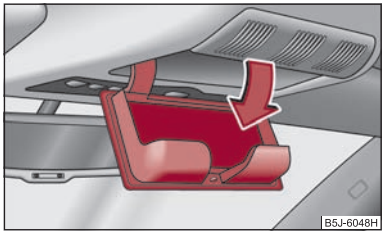

Fig. 80 Detail of the headliner: Storage compartment for spectacles
– Press on the lid of the stowage compartment, the stowage compartment opens downwards ⇒ fig. 80.